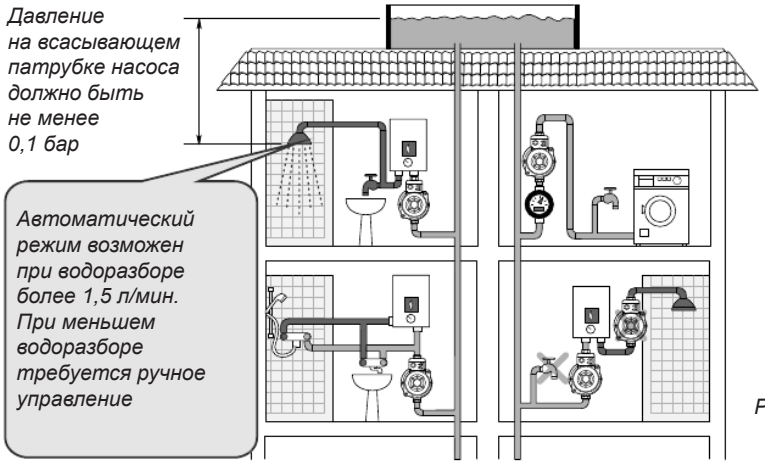

Рис.2
- При установке насоса следуйте указаниям на рис.2